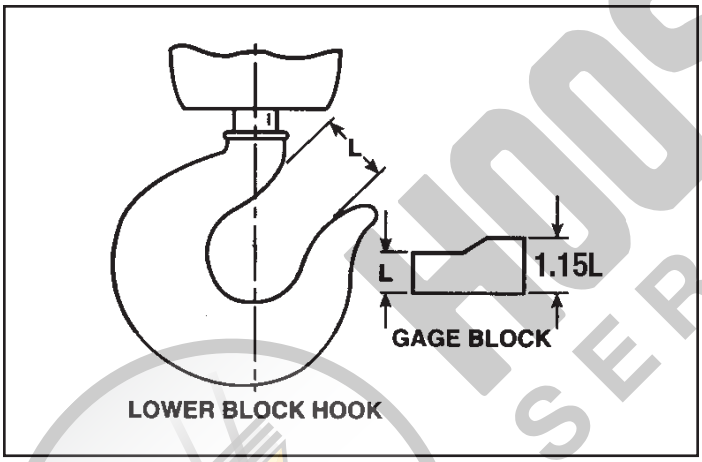

Figure 5-2. Gage Block
f) Check throat opening of the hook. (Refer to Figure 5-2.) It is recommended that upon receipt of the hoist, a measurement be made and recorded of the hook throat opening. OSHA regulations require that the hook be replaced if the throat opening exceeds 15 percent of the original opening, or if the hook is twisted more than 10 degrees from the unbent plane. We suggest that a gage block properly identified to the hoist, similar to the one shown in Figure 5-2, be made for each hook for use in these measurements.